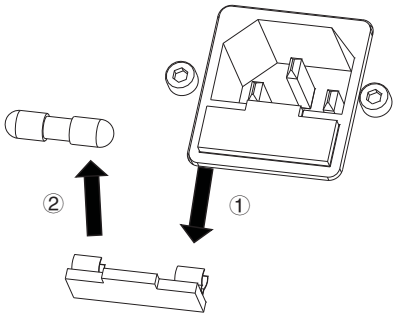

Figure 7-3 Diagram of Fuse Replacement
2.Remove the fuse box from the power input filter with ascrewdriver, and put in new fuse as shown by Figure 7-3;